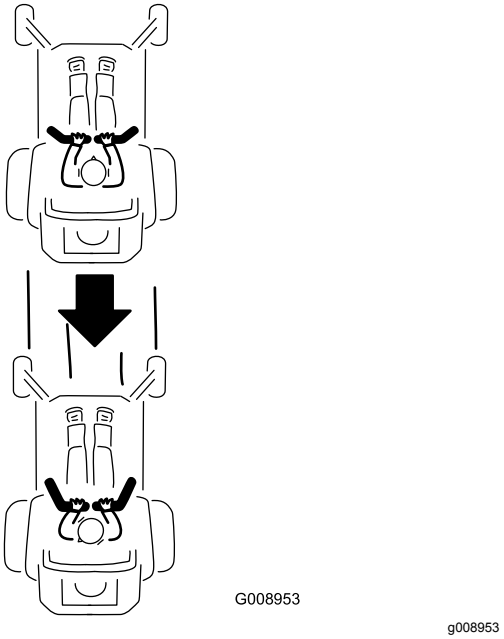

Figur 25
2. Bak ved langsomt at trække bevægelseshåndtagene bagud (Figur 25).